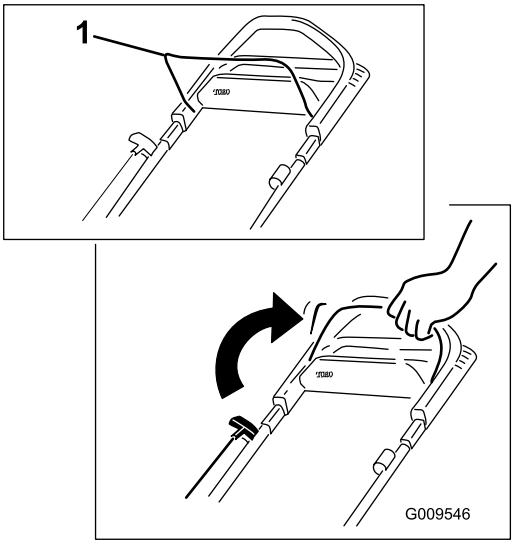

Figur 10
1. Hold bøjlen til skæreknivenes kraftudtag helt op mod håndtaget Figur 10).